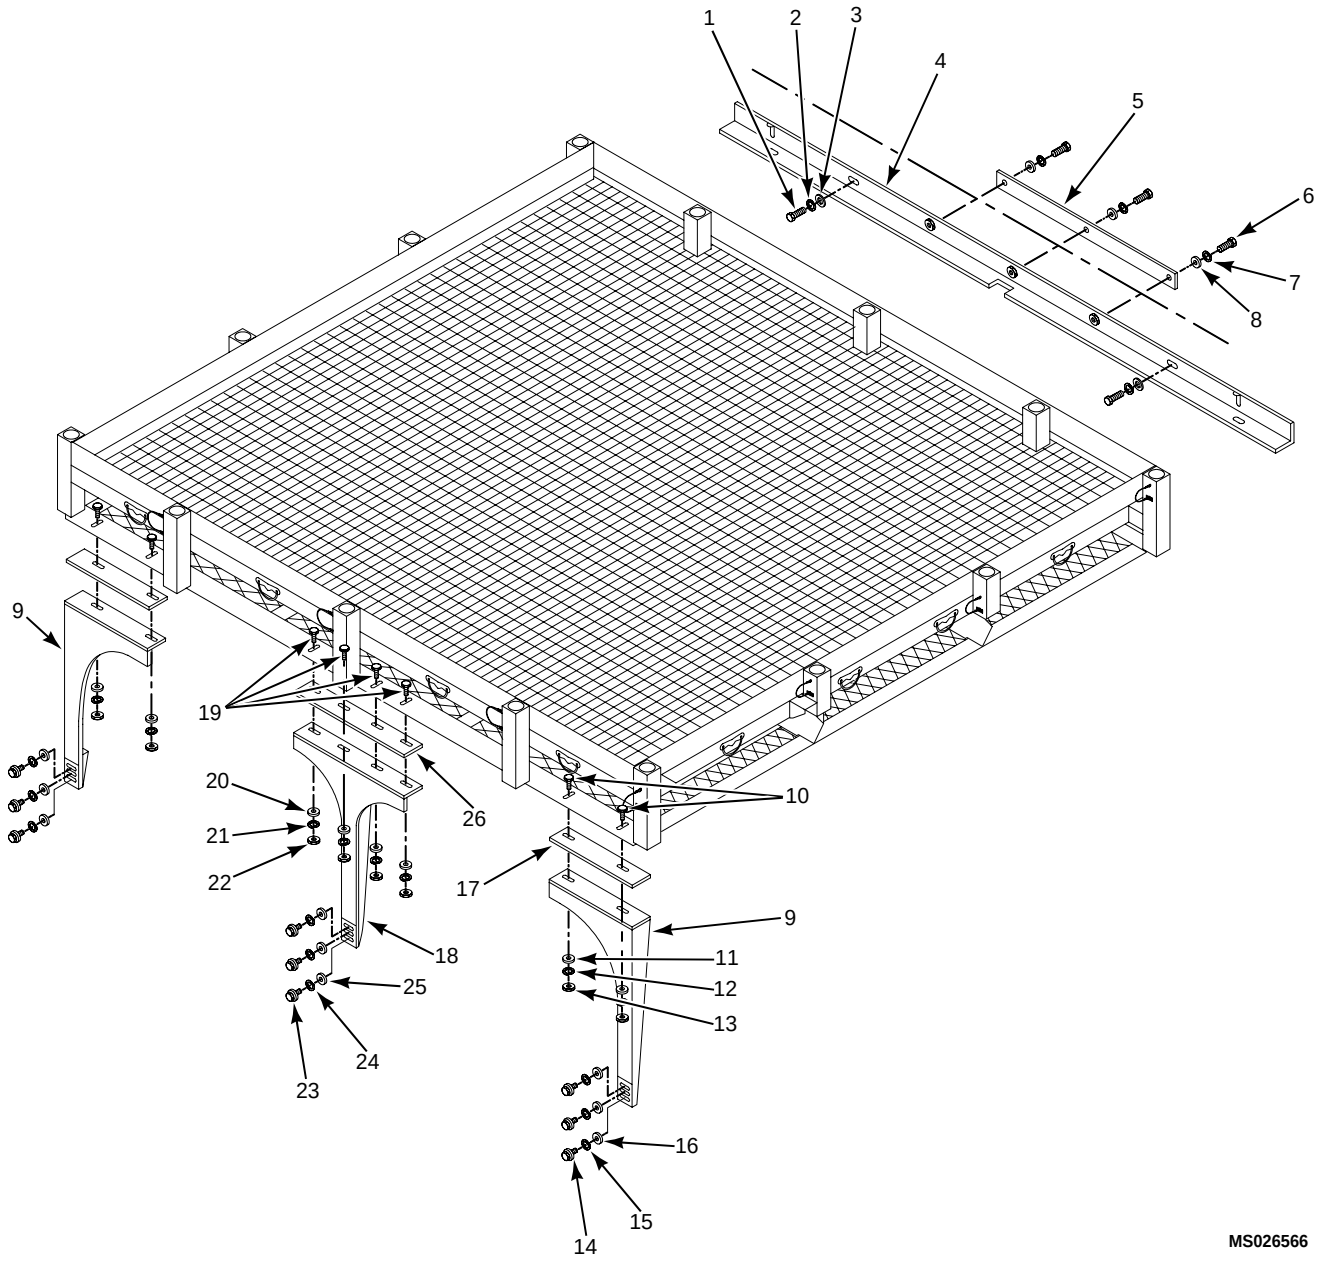

Figure 4. Rear Angle Bracket, Inner Bracket and Front Support Replacement
2. Remove 2 outer bolts (1), lock washers (2) and flat washers (3) from the angle support bracket (4). (Figure 4)
2. Remove the inner bracket (5) by removing 3 bolts (6), lock washers (7) and flat washers (8) from inside the Main Box. (Figure 4)
3. Install the replacement by installing 3 bolts (6), lock washers (7) and flat washers (8) from the inside of the Main Box through the inner bracket.
2. Remove outer front support (9) by removing 2 bolts (10), flat washers (11), lock washers (12) and nuts (13). (Figure 4)
3. Remove 3 bolts (14), lock washers (15) and flat washers (16) from windshield hinge.
4. Remove installed shim(s) (17).
1. Install 3 bolts (14), lock washers (15) and flat washers (16) through front support (9) to windshield hinge using additional flat washers between windshield and support as needed to ensure vertical alignment. (Figure 4)
2. Install 2 bolts (10), flat washers (11), lock washers (12) and nuts (13) through rack assembly slots and front support (9). Use shim(s) (17) as necessary to level rack assembly.
2. Remove center front support (18) by removing 4 bolts (19), flat washers (20), lock washers (21) and nuts (22) connecting support to rack assembly frame. (Figure 4)
3. Remove 3 bolts (23), lock washers (24) and flat washers (25) from windshield hinge.
4. Remove installed shims (26).
1. Install 3 bolts (23), lock washers (24) and flat washers (25) to windshield hinge using additional flat washers between windshield and support as needed to ensure vertical alignment. (Figure 4)
2. Install 4 bolts (19), flat washers (20), lock washers (21) and nuts (22) through rack assembly slots and front support (18). Use shim(s) (26) as necessary to level rack assembly.